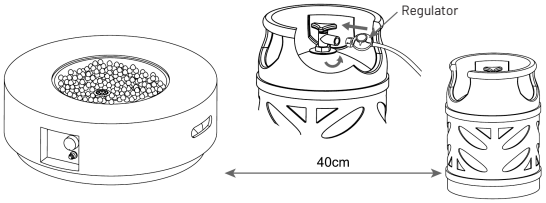

Figure 4
7. Connect the regulator to the gas cylinder, screw counterclockwise and tightly (see Figure 4).